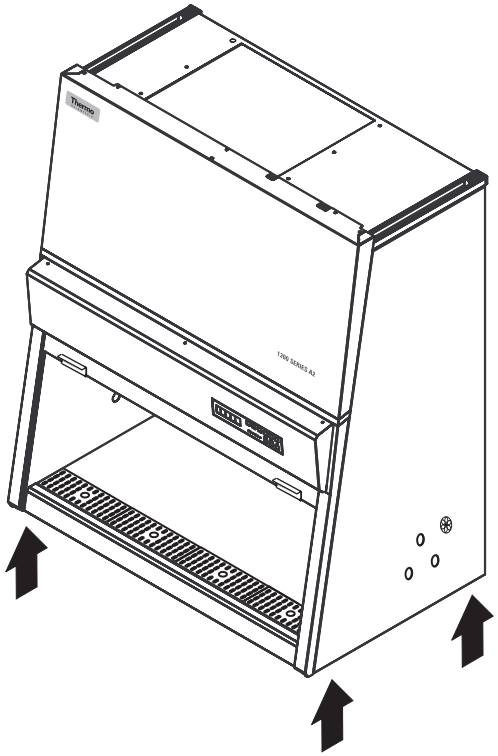

**Figure 2-1.** Lift points
**Caution** When moving the unit, lift only at points shown in Figure 2-1.